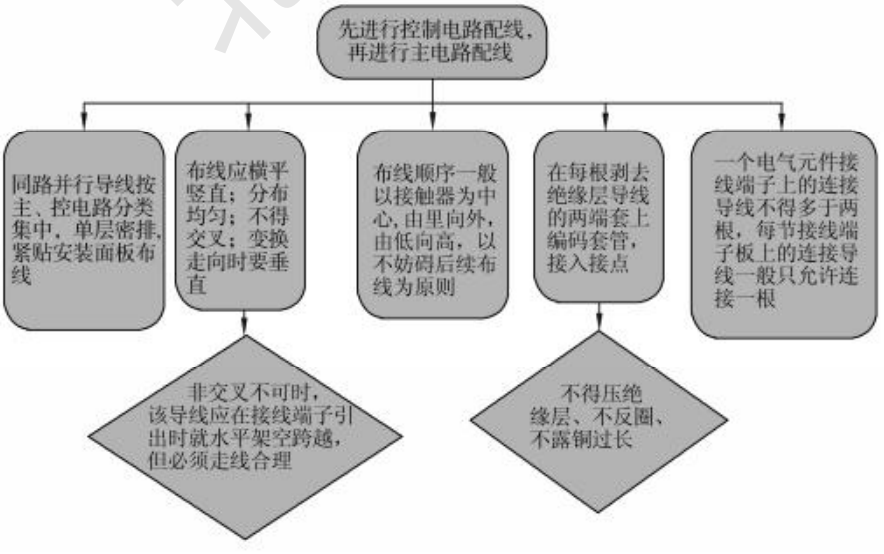

图 1－24　板前明线配线工艺要求
(1)按接线图的走线方法进行板前明线配线和套编码套管。板前明线配线的工艺要求如图 1－24 所示。